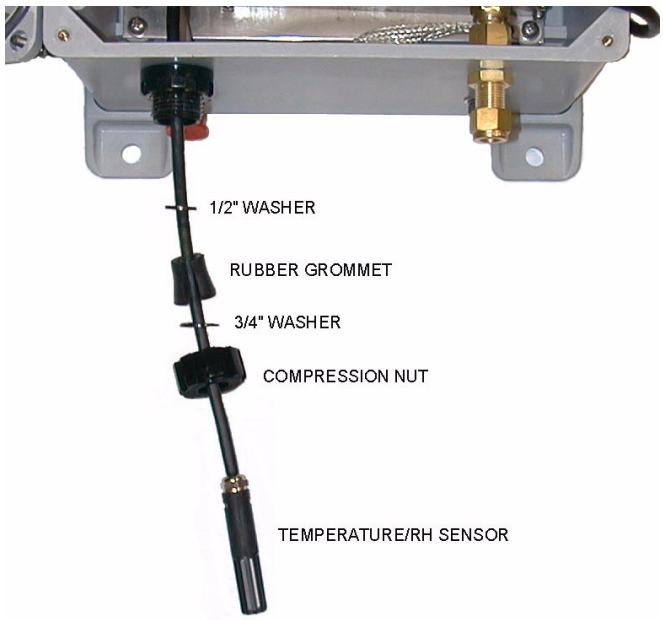

Figure 10-23 Payload Stuffing Tube
9. Unscrew the compression nut from the stuffing tube where the T/RH cable enters the GSOS enclosure (see Figure 10-23).
16. Feed the T/RH sensor though the stuffing tube (and its washers and grommet) as shown in Figure 10-23. The T/RH probe body is too large to fit through the stuffing tube washers and grommet. Make diagonal cuts in the washers and grommet with diagonal cutters or a utility knife.